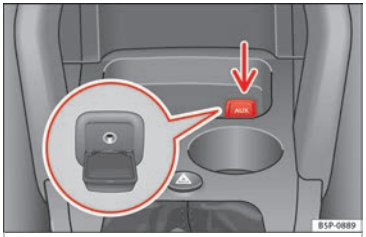

Fig. 99 Auxiliary audio connection.
– Lift the AUX cover ››› **Fig. 99**.